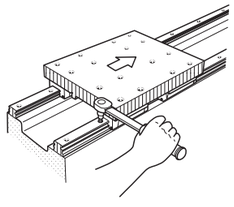

Fig. 22 Fixing of attendant side track rail
❼Final fixing of Linear Way Ⅱ track rail
- While moving the table by hand and ensuring its smooth movement, fix the Linear Way Ⅱ track rail to the bed with the mounting bolts. During this procedure, tighten the mounting bolt immediately behind the fixed slide unit of Linear Way , while progressively moving the table from one rail end to the other. (See Fig. 22.)